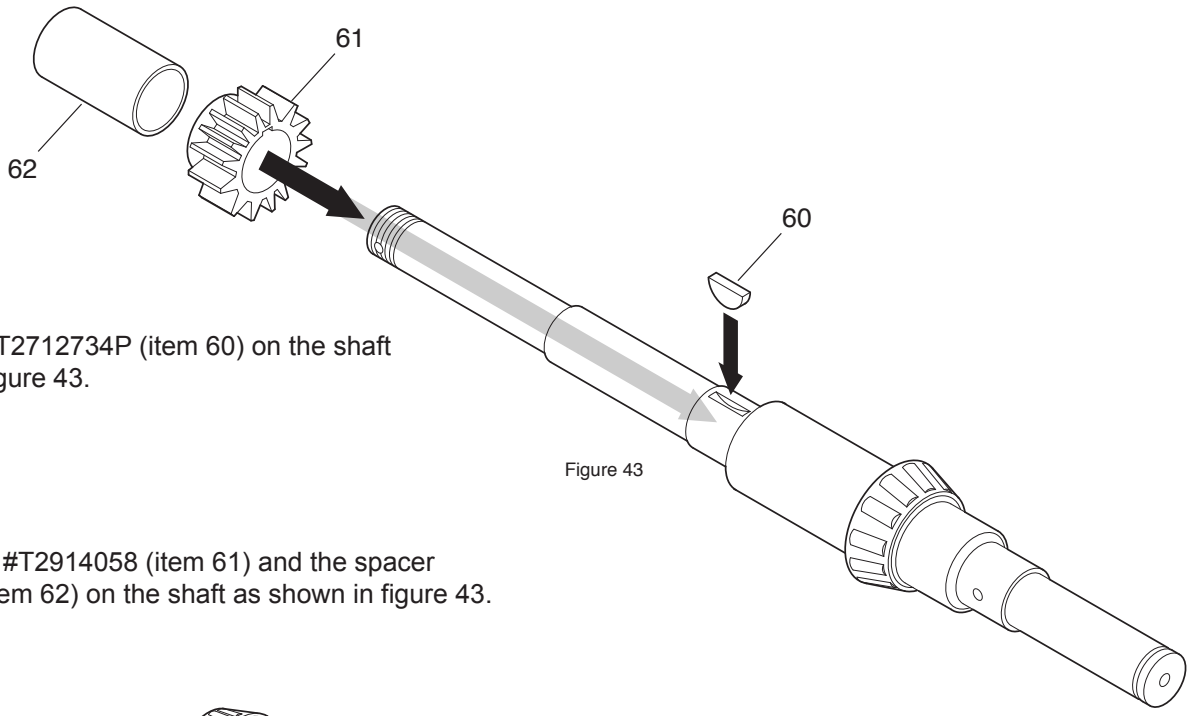

Figure 43
Install a key #T2712734P (item 60) on the shaft as shown in figure 43.
Slide the gear #T2914058 (item 61) and the spacer #T2914156 (item 62) on the shaft as shown in figure 43.